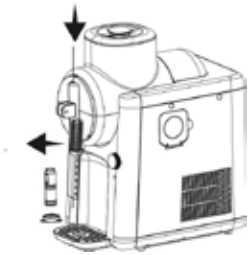

Abb. 7
13. Mithilfe des mitgelieferten Werkzeugs können Sie den Kolben im Auslass entfernen und ebenfalls reinigen (Abb. 7). Eine Ersatzdichtung für den Kolben liegt bei.